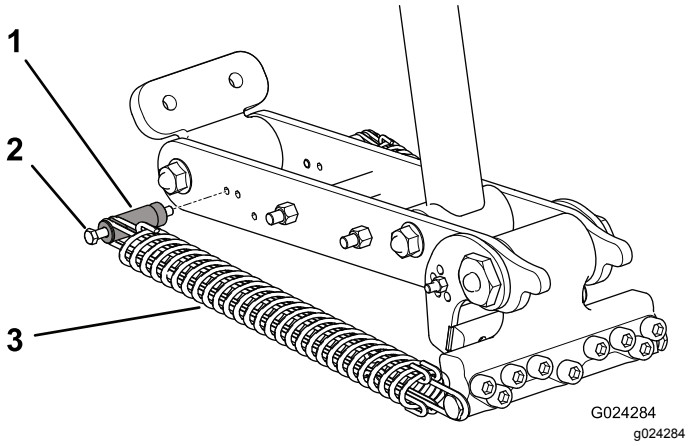
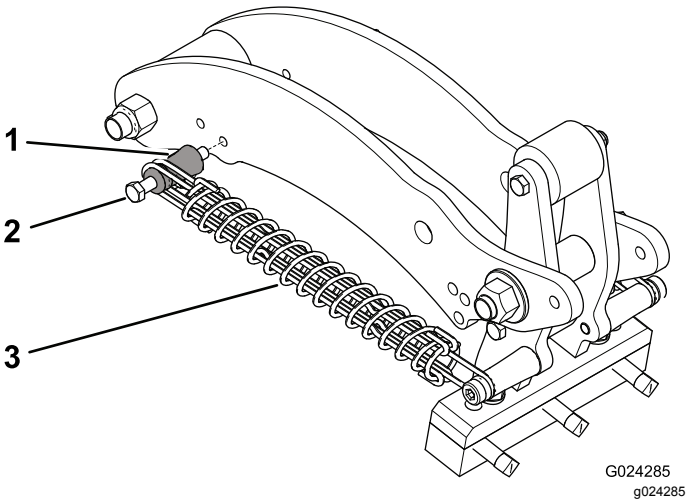

Figuur 41
Figuur 42
4. Verwijder de moer waarmee de bout van de veerbevestigingsstang vastgemaakt is aan de koppelingsarm (Figuur 41 of Figuur 42).
5. Verwijder de bout van de bevestigingsstang en de bevestigingsstang van de koppelingsarm, en steek ze in een andere opening (Figuur 41 of Figuur 42).